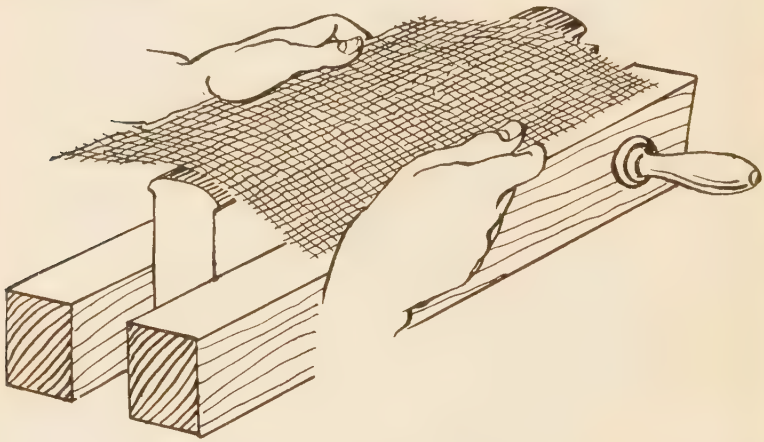

Fig. 211—Applying Crash or Super
9. Tip your press backward until it is flat on table so book is again presented with back *up;* lay on your piece of crash, extending evenly on both sides of joint and exactly in between headbands. (Fig. 211.) Rub down quickly with folder.